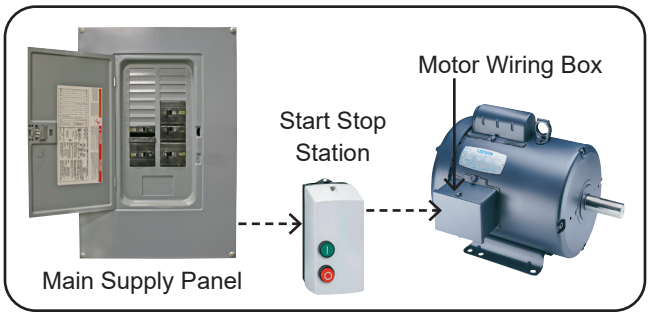

figure 1
2. Electrician to run power from main supply panel to motor starter or stop start station, & then to motor wiring box. Check motor wiring schematic to ensure wired for proper voltage. **(Fig. 1)**